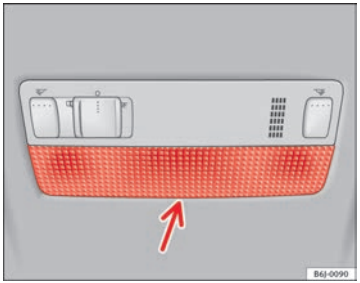

Fig. 165 Front reading light
– Insert a fine screwdriver between the casing and the glass ⇒ Fig. 165.